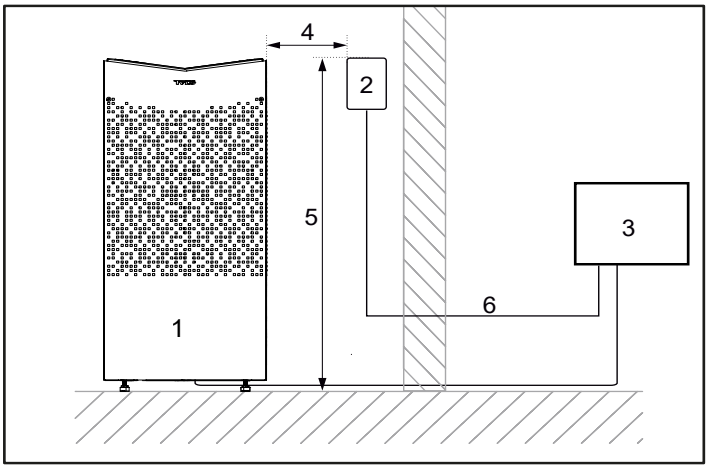
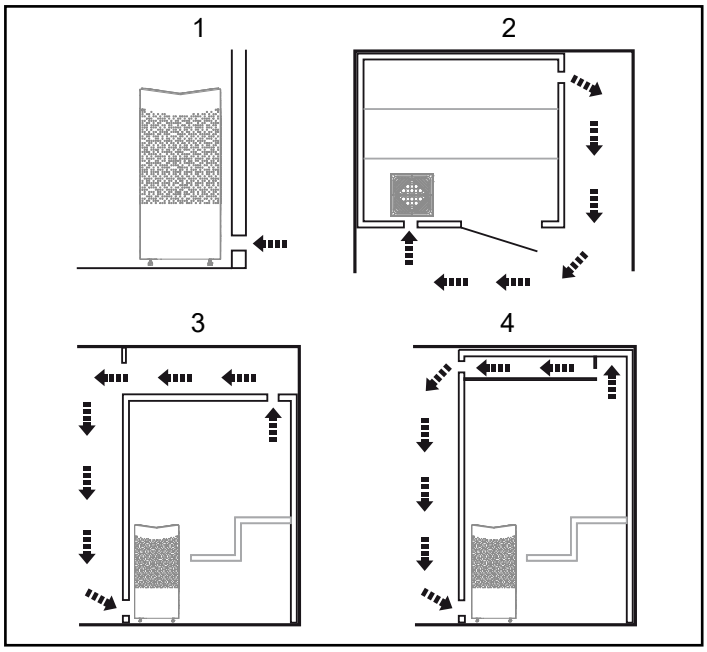

Rysunek 5. Bezpieczne odstępy / wysokość montażu, panel sterujący
Rysunek 6. Umiejscowienie wlotu i wylotu powietrza
- Wentylacja sauny musi być zgodna z instrukcjami podanymi w tym podręczniku (patrz punkty Umiejscowienie wlotu powietrza, rysunek 6, i Umiejscowienie wylotu powietrza, rysunek 6).
- Zaplanuj umieszczenie panelu sterującego (zasady umieszczania zostały podane w dołączonych instrukcjach do panelu sterującego). Zobacz także punkt Panel sterujący, rysunek 5.
- Umieść wlot powietrza (patrz punkt Umiejscowienie wlotu powietrza, rysunek 6).
- Umieść wylot powietrza (patrz punkt Umiejscowienie wylotu powietrza, rysunek 6).
Ze względu na niższe temperatury otoczenia zaleca się w miarę możliwości umieszczenie panelu sterującego poza sauną. Panel sterujący można umieścić w saunie Tylö lub w samodzielnie wybudowanej saunie z odpowiednią wentylacją, która działa zgodnie z wentylacją zalecaną przez Tylö (zasada ciągu naturalnego). Należy zapoznać się z punktami Umiejscowienie wlotu wentylacji i Umiejscowienie wylotu wentylacji w niniejszej instrukcji, rysunek 6. W razie niespełnienia wskazanych wymagań panel sterujący musi zawsze znajdować się poza kabiną sauny. W przypadku umieszczenia panelu sterującego w kabinie sauny należy zamontować go z zachowaniem bezpiecznej odległości i wysokości montażu (patrz rysunek 5).
- jak najdalej od wlotu powietrza, np. ukośnie (patrz rysunek 6);
- wysoko na ścianie lub na suficie (patrz rysunek 6);